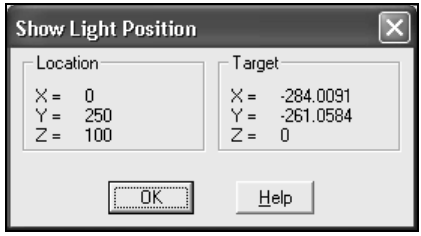

Рис. 12.41. Диалоговое окно **Show Light Position**
- нажатием кнопки **Show** (Показать) открыть ДО **Show Light Position** (Положение источника света) (рис. 12.41), в котором отображены координаты источника света в списке **Location** (Источник) и координаты цели **Target** (Цель) для проверки правильности установки;